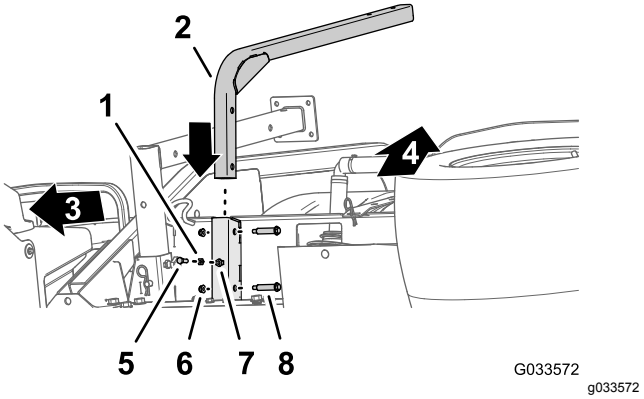

Figuur 46
1. Lijn de steunbuis van de watertank uit met het steunkanaal van de tank (Figuur 46).
2. Lijn de openingen in de steunbuis uit met de openingen in het kanaal (Figuur 46).
3. Bevestig de buis aan het kanaal (Figuur 46) met de 2 borstbouten (½" x 1-15/16") en 2 flensborgmoeren (5/16").
5. Schroef de contramoer (5/16") in de bout (5/16" x 1"); zie Figuur 46.
6. Schroef de bout (5/16" x 1") en de contramoer in de lasmoer onderaan het steunkanaal van de tank, en draai de bout en de contramoer handmatig aan (Figuur 46).